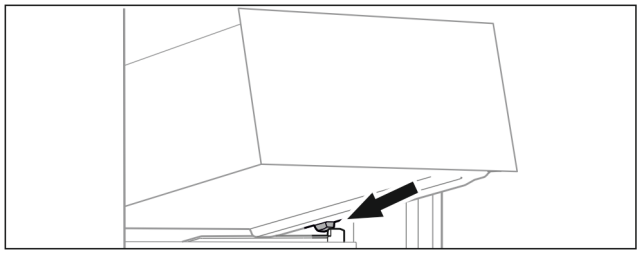

Fig. 139
▶ Schubfach schräg hinter den Stoppern auf Behälterrippe aufsetzen. (siehe Fig. 139)